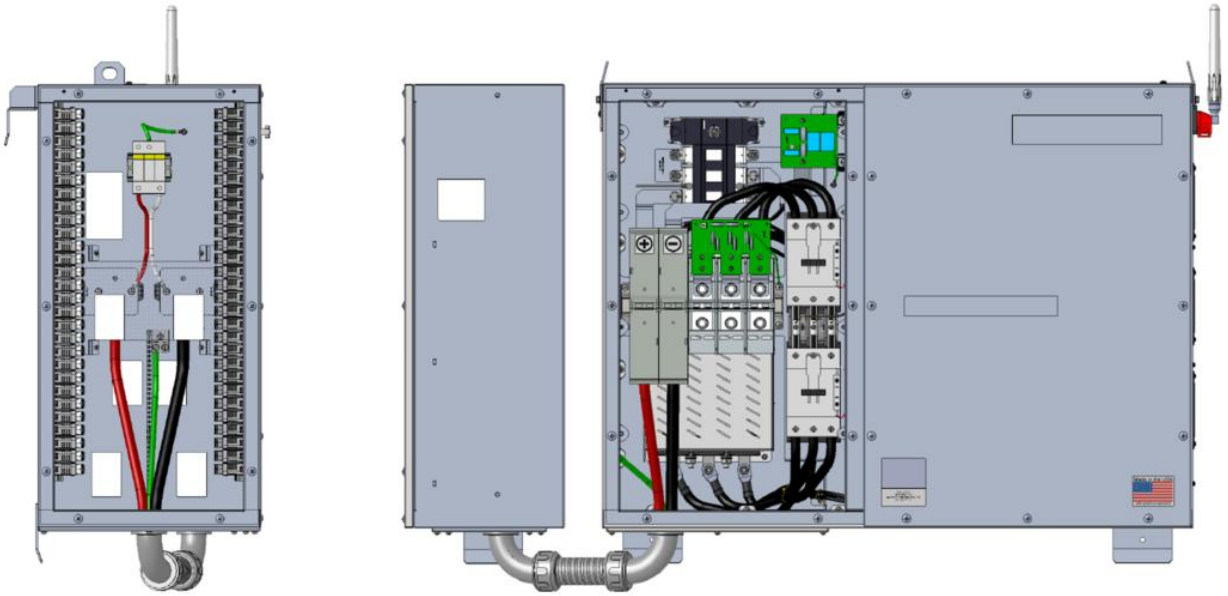

Figure 3-17 XGI 1500V with Attachable Combiner Box Option
7. Replace the cover on the XGI 1500 wiring compartment. Completed wiring should appear as in Figure 3-17.